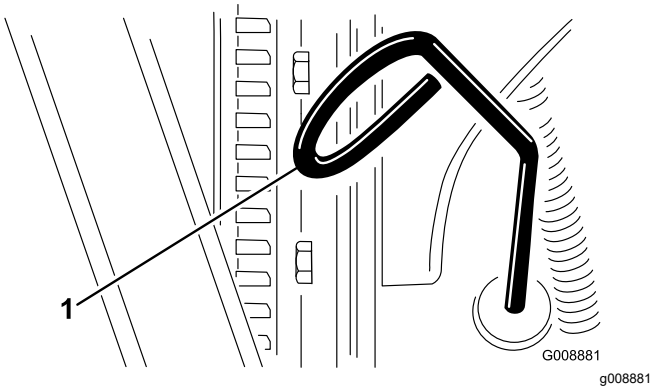

Figuur 72
3. Verwijder de peilstok (Figuur 72) en veeg deze af met een schone doek.